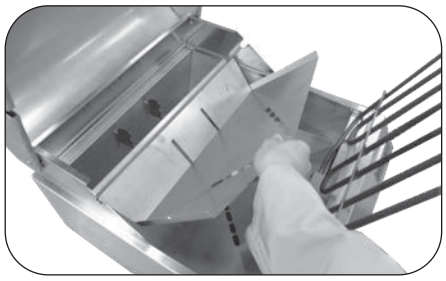

Fig. 24-4 Remove rear liner
5. Lift the rear liner slightly up to clear the tab, then forward and out (Fig. 24-4).